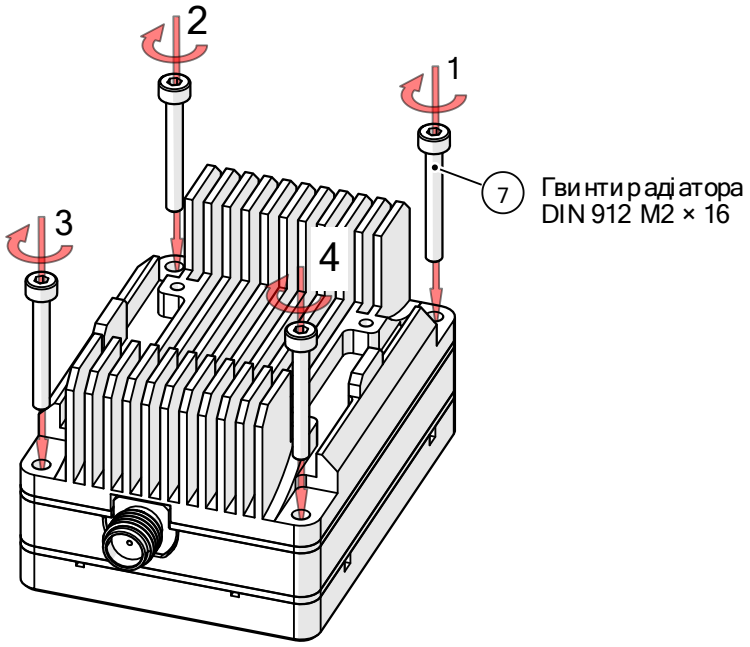

Рисунок 7
4.8. Перевернути збірку, щоб всі елементи були встановлені врівень, без перекосів. Притримуючи кришку, закрутити гвинти радіатора (Рисунок 7).